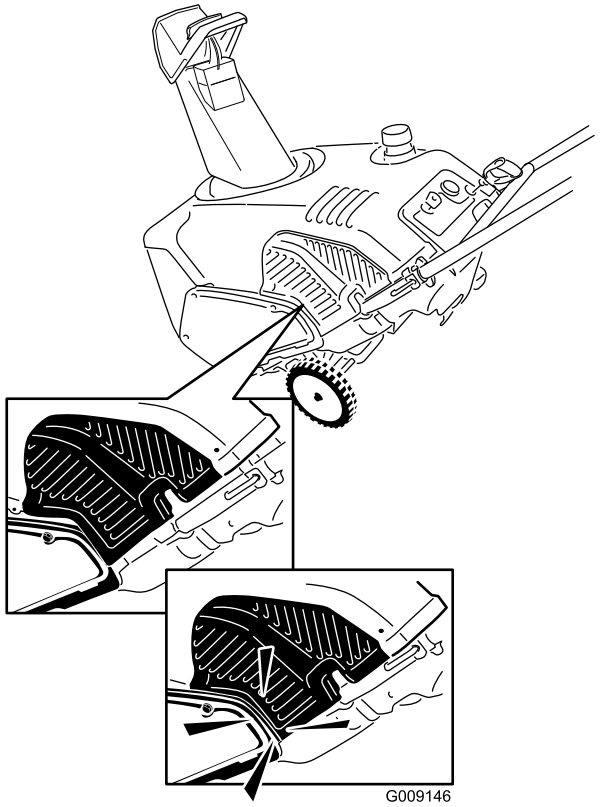

Figur 34
15. Stikk den nedre kanten av vernet bak remdekselet (Figur 34).